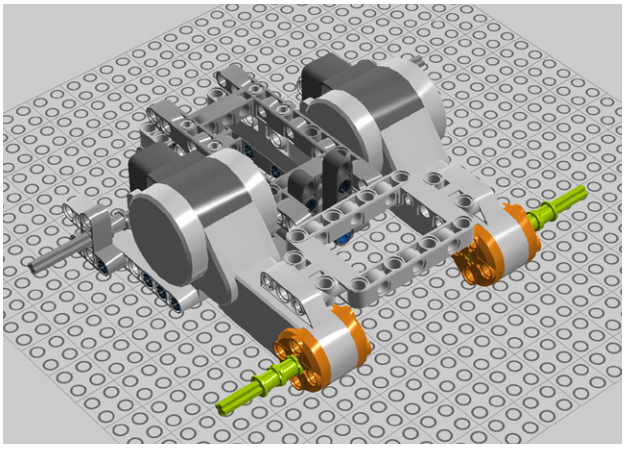

Figure 7-41. *Step 34: Adding axles to the motors' hubs*
34. Insert cross axles into the motors' hubs and add two bushes to each axle (see Figure 7-41).